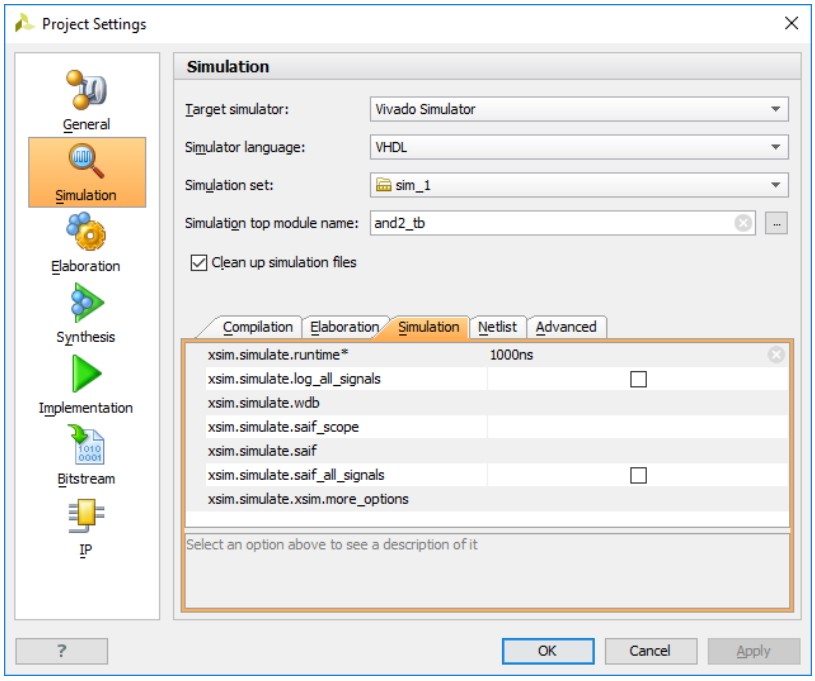

Figure 16. Simulate the Design for 1000 ns
e. Simulate the design for 1000 ns using the XSIM simulator. Click on *Simulation settings* of *Flow Navigator* pane, select the *Simulation* tab, and change the simulation time to **1000 ns** as shown in Figure 16.